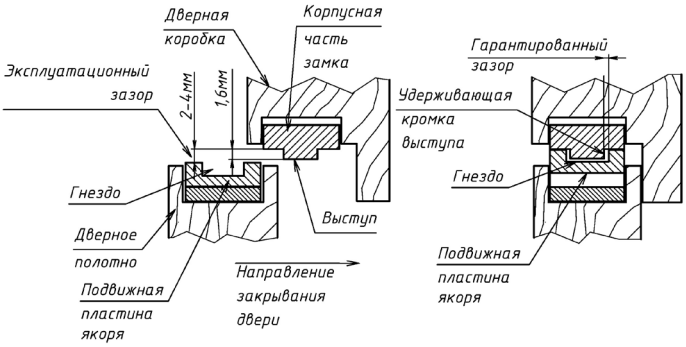

Рисунок 7
6.8 Допустимый «эксплуатационный зазор» между рабочими поверхностями якорной и корпусной частей после окончательного монтажа замка должен быть в пределах от 2 до 4 мм (рисунок 7).
6.9 В закрытом положении двери между удерживающей кромкой выступа корпуса и гнездом пластины якоря должен сохраняться «гарантированный зазор» (рисунок 7). При этом зазор не должен уменьшаться из-за влияния уплотнения двери, деформации дверного полотна, неточной навески петель и других факторов, создающих «отдачу» двери при закрывании.